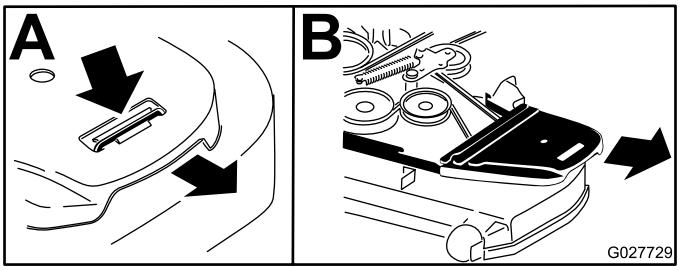

Figuur 80
6. Verwijder de aandrijfriemkappen en de bijbehorende bouten (Figuur 80).